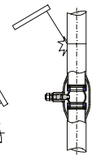
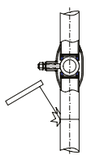

рис. 2
рис. 3
4. При приварке крана к вертикальному трубопроводу при сварке верхнего шва кран должен быть ОТКРЫТ (рис.2), при сварке нижнего шва – ЗАКРЫТ (рис.3).